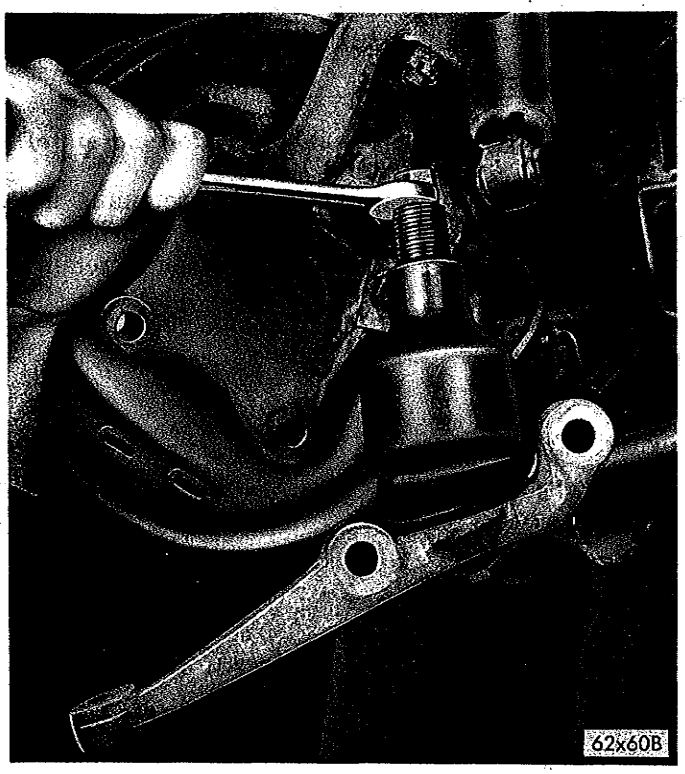

*Fig. 12—Removing Lower Ball Joint Stud (Valiant)*
(6) Remove ball joint stud from lower control arm using Tool C-3846 (Fig. 12), on Fury Models use Tool C-3964. The bottom portion of tool must be positioned between seal and control arm to avoid seal damage.
(1) Remove upper control arm rebound bumper.
(2) Raise vehicle so front suspension is in full rebound. Remove all load from torsion bar by turning adjusting bolt counterclockwise. If jacks are used to raise vehicle it is essential that a support be used between the crossmember and jack.
(3) Remove wheel, tire and drum as an assembly. It may be necessary to back-off the brake shoes to facilitate removal of drum assembly.
(4) Remove two lower bolts from the brake support attaching steering arm and ball joint assembly to steering knuckle.
(5) Remove tie rod end from steering arm using Tool C-3894 (Fury models use Tool C-3749). **Use care not to damage seal.**
(6) Using Tool C-3846 (Fury models use Tool C-3964) remove ball joint stud from lower control arm (Fig. 12), and remove steering arm and ball joint assembly.